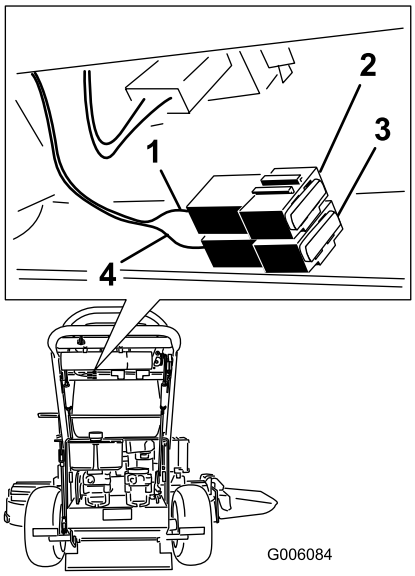

Figura 41
2. Tire hacia fuera del fusible para retirarlo o cambiarlo (Figura 41).
Nota: Asegúrese de instalar un fusible del tamaño correcto con el cable del color correcto, según se muestra en Figura 41.